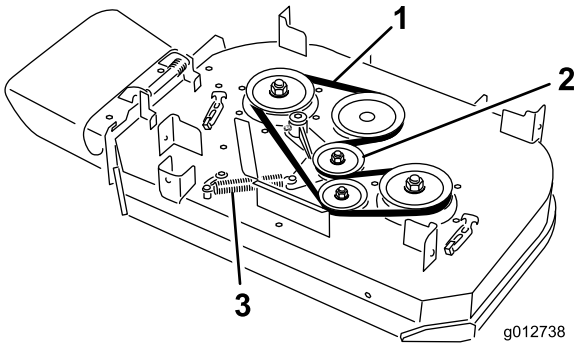

Figure 64
4. Décrochez le ressort du tenon d'ancrage sur le bras de la poulie de tension (Figure 64).
5. Enlevez la courroie usée du tablier de coupe (Figure 64).
6. Montez la courroie neuve sur la poulie d'embrayage, les poulies du tablier de coupe et la poulie de tension (Figure 64).
7. Accrochez le ressort au tenon d'ancrage sur le bras de la poulie de tension (Figure 64).
6. Montez la courroie neuve sur les poulies du tablier de coupe et la poulie de tension (Figure 64).
5. Décrochez le ressort du tenon d'ancrage sur le bras de la poulie de tension (Figure 64).
6. Enlevez la courroie usée du tablier de coupe (Figure 64).
7. Montez la courroie neuve sur les poulies du tablier de coupe, la poulie d'embrayage et la poulie de tension (Figure 64).
8. Montez le ressort sur le tenon d'ancrage (Figure 64).